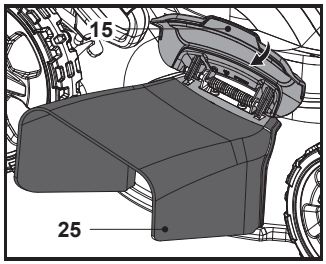

Fig. 15
4. Relâcher doucement le déflecteur latéral (15) (Fig. 15) ; le dispositif d'éjection latérale (25) est alors prêt à l'emploi.